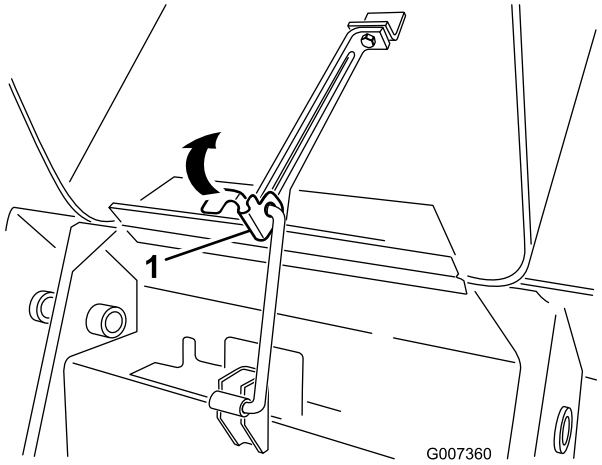

Figur 27
1. Lyft upp fliken som håller stöttan på plats (Figur 27)